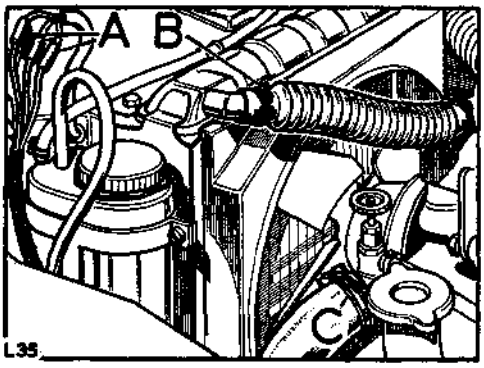

**Fig. A3-8. Coolant hose and leads connectors**
2. Make the electrical connections at the snap connectors, referring to Fig. A3-8 and the appropriate circuit diagram, if necessary, in Section N.
3. Connect the coolant hoses and replenish the engine coolant system, allowing a free flow through the drain taps before closing them. Fig. A3-8 refers. Fill the radiator header tank to within ½ in. to ¾ in. (12 mm to 19 mm) below the bottom of the filler neck.